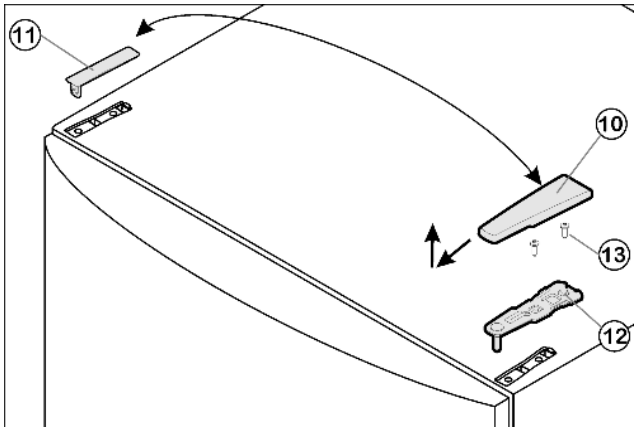

Fig. 4
- Крышку *Fig. 4 (10)* снимите движением вперед и вверх.
- Снимите крышку *Fig. 4 (11)*.
- Открутите верхний опорный кронштейн *Fig. 4 (12)*(2 шт. Torx 25) *Fig. 4 (13)* и вытяните вверх.
- Установите верхний опорный кронштейн *Fig. 4 (12)* на новой стороне шарнира и защелкните в дверце.
- ▶ Прикрутите верхний опорный кронштейн *Fig. 4 (12)***(с моментом 4 Нм)**(2 шт. Torx 25) *Fig. 4 (13)*. При необходимости проделайте отверстия или используйте аккумуляторную отвертку.
- ▶ Защёлкните крышку *Fig. 4 (10)* и крышку *Fig. 4 (11)* на противоположной стороне.